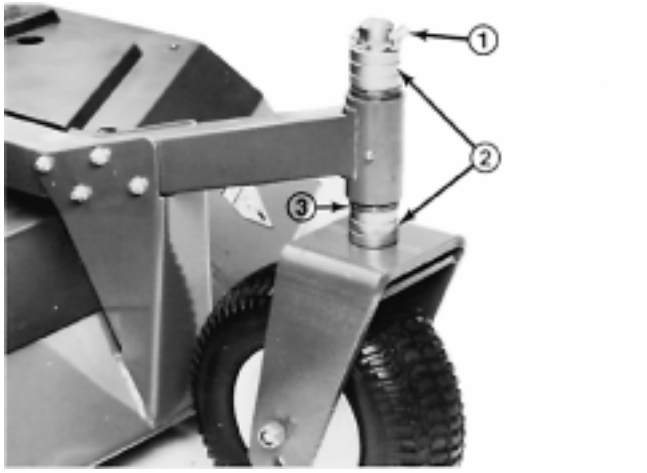

Figure 10
4. On all remaining castor wheel assemblies, remove lynch pin from castor fork shafts (Fig. 10). Remove castor fork shaft and spacer assembly from the castor arm (Fig. 10). Place spacers onto castor spindle to desired height–of–cut setting and install castor fork shaft in arm (Fig. 9). Install remaining spacers onto shaft and secure assemblies with the lynch pin (Fig.10).